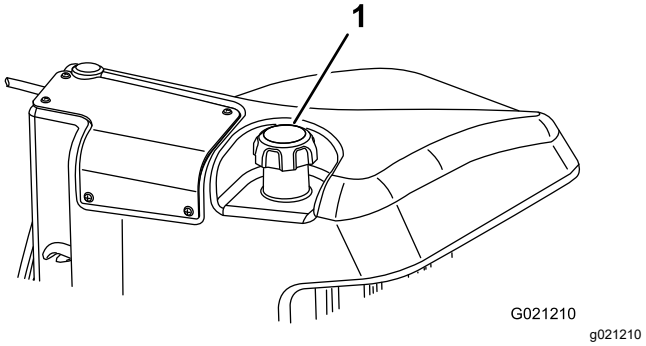

Figur 49
3. Fjern dækslet fra brændstoftanken (Figur 49).